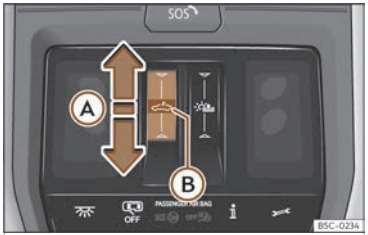

Fig. 89 On the headliner: glass roof button.
- Automatic movement: slide your finger back over the functional area ››› **Fig. 89** Ⓐ.
- Before approx. 5 seconds after activation of the anti-trap function, slide your finger forward over the functional area ››› **Fig. 89** Ⓐ and keep pressed until the sunroof is fully closed.